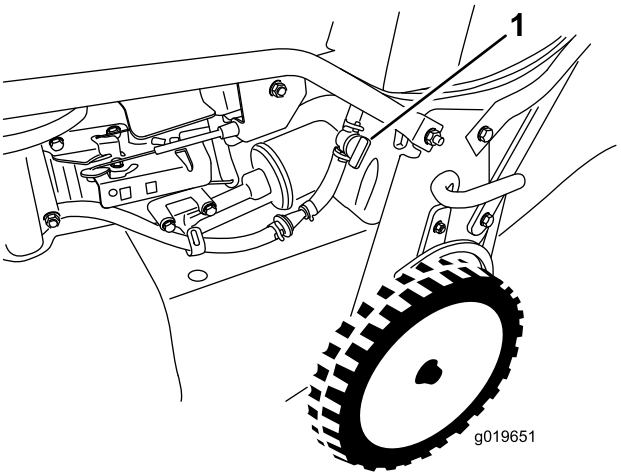

Рисунок 15
2. Откройте отсечной топливный кран (Рисунок 15).